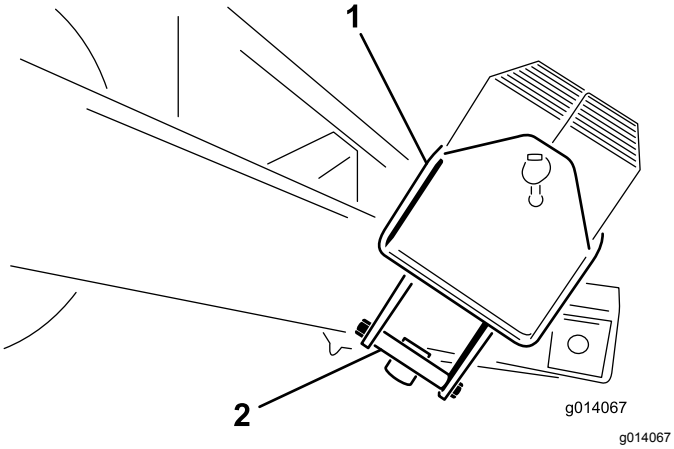

**Figur 5**
2. Avlägsna bultarna (½ x 5½ tum) från monteringsfästet som håller viktlådan. Kassera monteringsfästena (Figur 5).